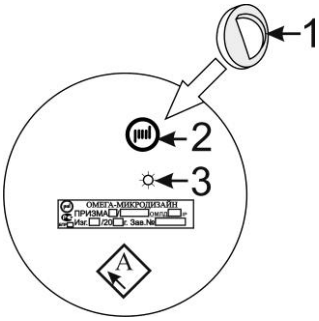

Рис. 6.8
мого в комплекте поставки извещателя магнита 1 (см. рис. 6.8). На тыльной стенке кожуха нанесено наименование блока и заводской номер. На тыльной стенке БПРМ расположен двухцветный индикатор для визуального контроля извещателя. Ромб (квадрат) обозначенный «А» на тыльных стенках БПРМ и БПРД указывает на ориентацию антенны в блоке и соответственно на ее поляризацию (□ - вертикальная или горизонтальная, ◇ - наклонная ~ **45°**).
6.3.3.1 На тыльной стенке кожуха БПРД имеется окно встроенного светодиода 3 для визуального контроля, для чего к фирменному значку 2 на тыльной стороне БПРД необходимо приложить и удерживать во время контроля магнит 1 (см. рис.6.8). В случае нормальной работы БПРД, светодиод методично мигает с периодом около 1 сек. На тыльной поверхности конструкция БПРМ расположен двухцветный индикатор. В дежурном режиме индикатор не светится, в случае Тревоги прерывисто светится 8 раз.